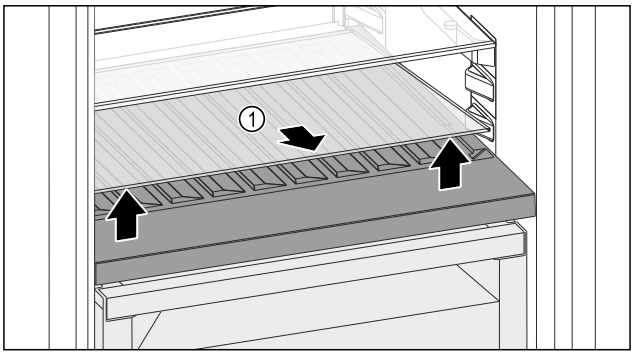

Fig. 205
▶ 抬起前部槽上的玻璃隔板 *Fig. 205 (1)* 并取出。
▶ 将玻璃隔板 *Fig. 205 (1)*稳妥地放在冰箱外。